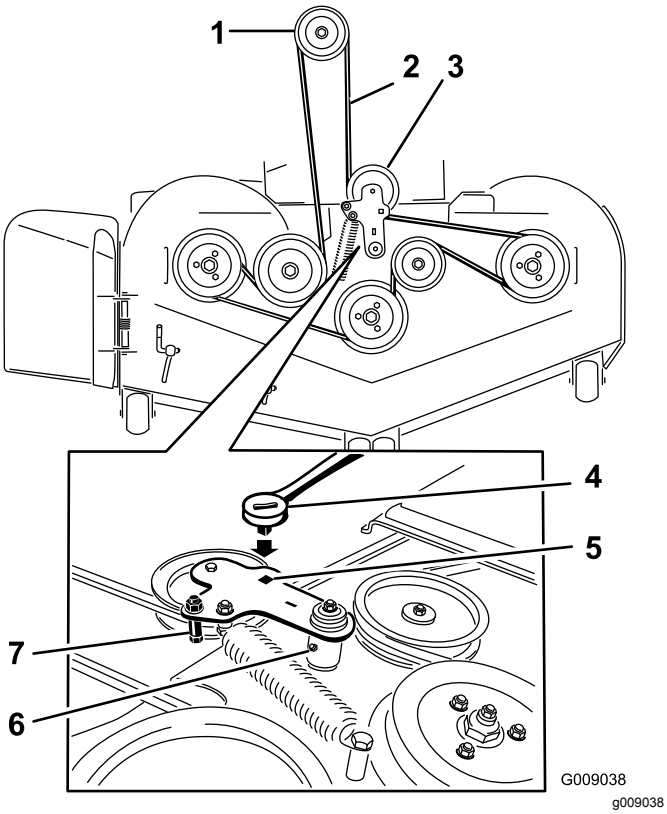
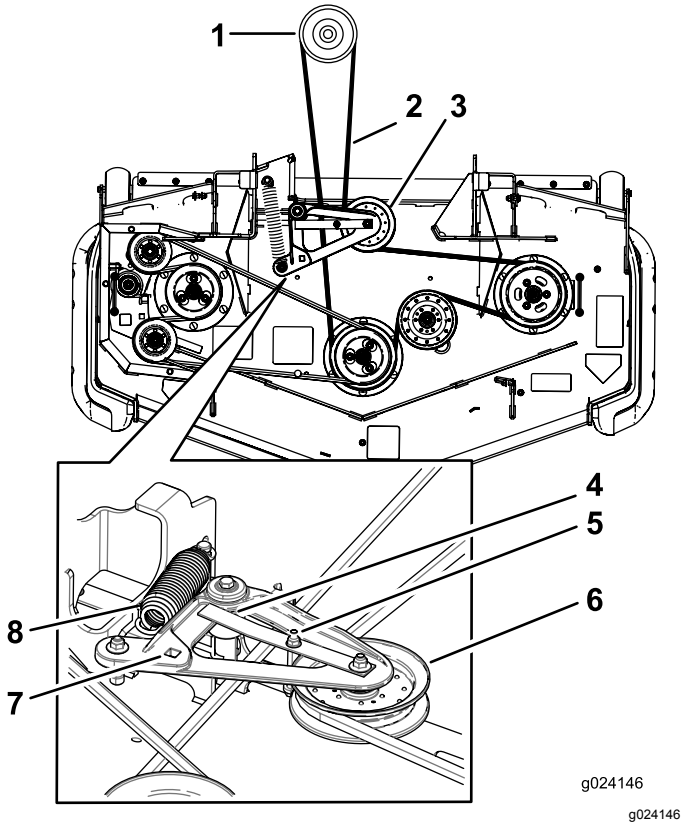

**Figuur 119**
**Figuur 120**
5. Hef het vloerdeel op en steek een ratelsleutel in de vierkante opening in de spanpoelie van het maaidek (Figuur 119 of Figuur 120).
6. Draai de spanpoelie van het maaidek rechtsom, til het lipje van de riemgeleider op (alleen voor machines met achterafvoer) en verwijder de aandrijfriem van het maaidek (Figuur 119 of Figuur 120).